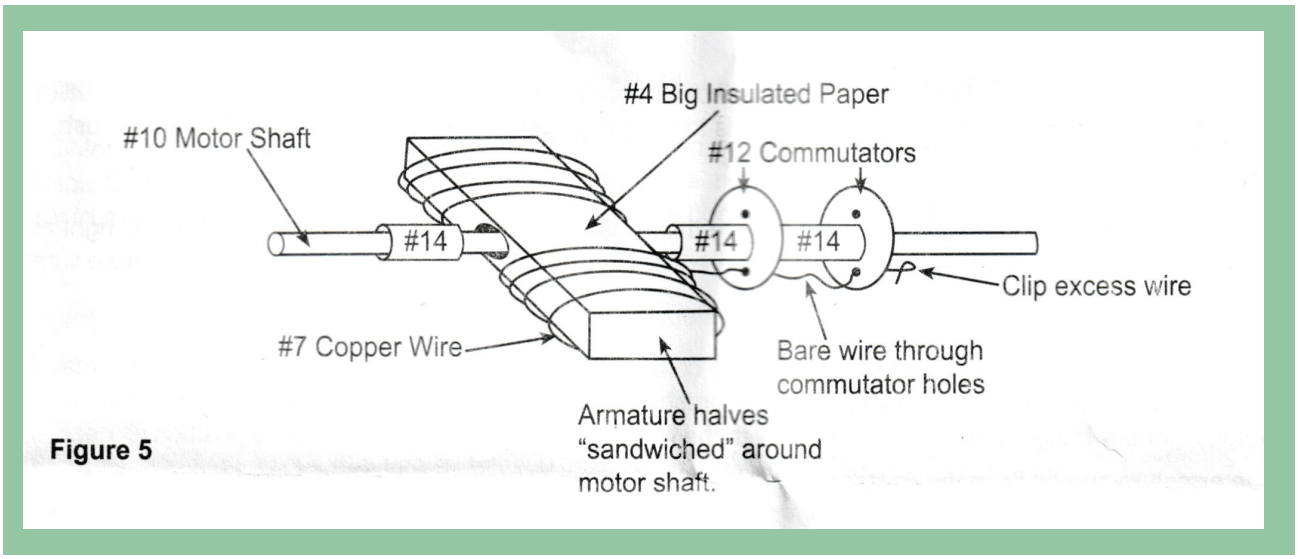

Figure 5
4.You will now construct the armature and the commutator. Refer to the Part List (Fig. 1). You will need both armature plates (#11), motor shaft (#10), bigger piece of insulating paper (4), one coil of copper wire (#7), both commutators (#12), and a plastic sleeve for insulation of motor shaft (#14). Take the two armature plates (#11) and place them together in such a way that the protrusions (bumps in the center) are facing outward, which causes a hole to be formed for the motor shaft. (See Fig. 5). Wrap the big piece of insulation paper with the glossy side down around the armature. Pu8sh the armature shaft through the hole created by the two halves of the armature plates by piercing through the insulated paper. Push the motor shaft through until it is approximately 1.5cm from the front edge of the armature plates.
Take a second coil of wire and leaving approximately 4cm of wire, begin wrapping the wire around the armature. Try to keep the number of wraps even on both sides of the shaft. as you get close to the end of the coil, leave approximately 4cm of wire to make connections later (see Fig. 5)
Next take the plastic tube and cut four pieces from it: one 1cm, one 8mm, and two 6mm pieces. Slide the 6mm piece first onto the shorter end of the shaft so that it touches the armature assembly. Then on the longer end, slide in the following sequence: 6mm sleeve, commutator, 1cm sleeve, commutator, 8mm sleeve (see Fig. 5). After this, the loose ends of the wire that you wound on the armature need to be sanded and put through the holes of the commutator (see Fig. 5). The wire at one end can go through the holes on one side of the commutators and the wire at the other end can go through the other side. After the wires are in the commutator, clip and bend back the wires to secure them in place so the whole motor can spin. Your armature and commutator assembly is now ready. This should be placed on the grooves of the plastic pillars. The armature should now rest in between the arms of the "U" shaped pole. Ensure that the armature does not touch the pole. If it does, just push the arms of the pole away from the armature with your hands. Trim the rubber tubing if the motor shaft is tight against the support pillars and commutator to allow for easy rotation.